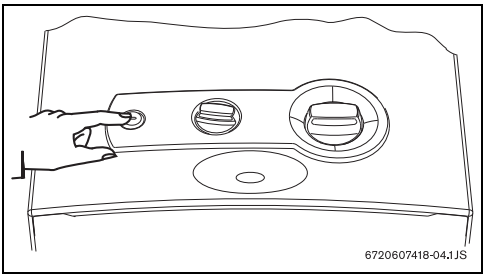

Fig. 5
▶ Azionare l'interruttore di accensione (Fig. 5).